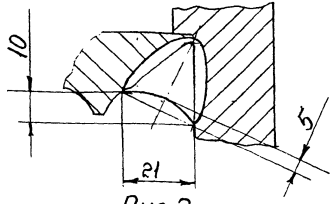

Рис. 2
2) Заварить разделанную трещину ручной электродуговой сваркой, электродом типа не ниже Э42А ГОСТ 9467-75 по всему периметру, обеспечив плавный переход от реборды к барабану. (см. Рис. 2)